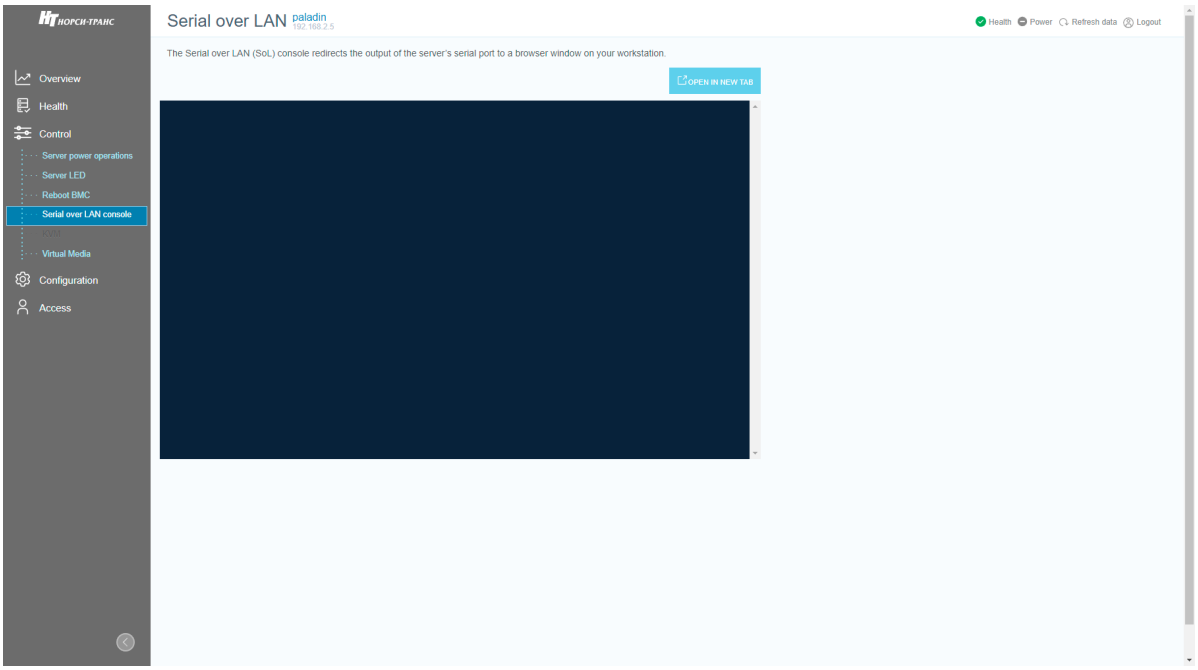

Рис. 80. Окно «Reboot BMC»
5) Пройдите во вкладку «Control» → «Serial over LAN» в данной вкладке осуществляется перенаправление выходных данных последовательного порта сервера в окно браузера вашей рабочей станции. Окно показано на рис. 80 Окно «Reboot BMC».